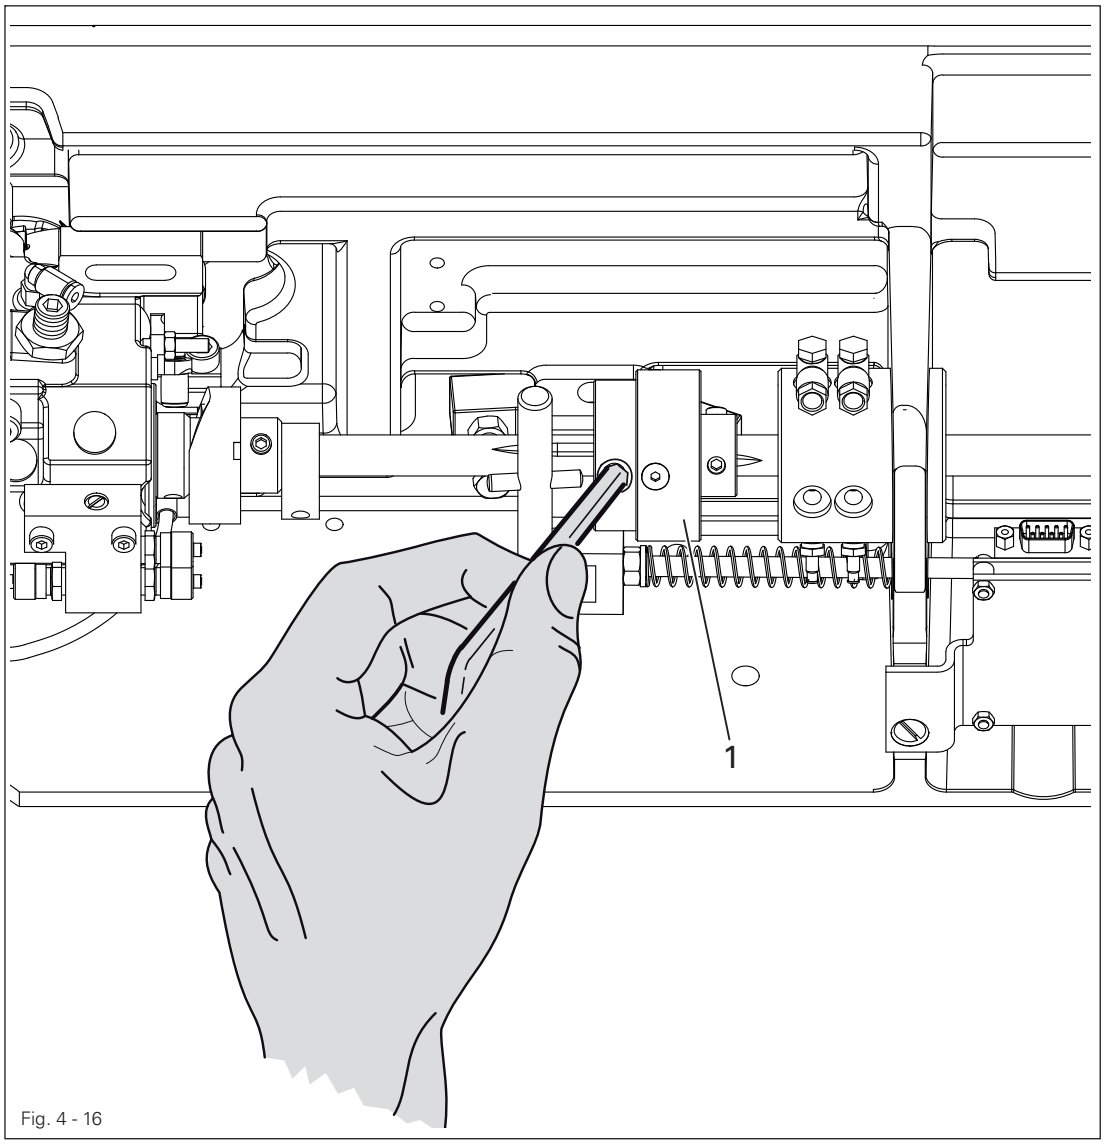

Fig. 4 - 16
- Kupplung **1**, wie in **Fig. 4 - 16** gezeigt, gegenhalten und am Handrad drehen, bis die Kupplung **1** spürbar wieder einrastet.